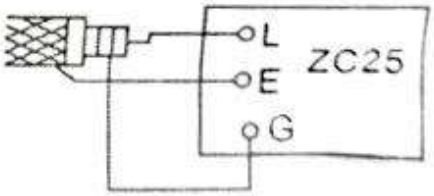

РИСУНОК 3
4.5 При измерении сопротивления между жилой и оболочкой кабеля кроме двух выводов измеряемой нагрузки, подключаемых по отдельности к «земле» и «цепи», необходимо подключить экранирующий слой между оболочкой и жилой в «защитное кольцо». Это делается для того, чтобы исключить ошибку измерения, связанную с утечкой тока по поверхности (рисунок 3).